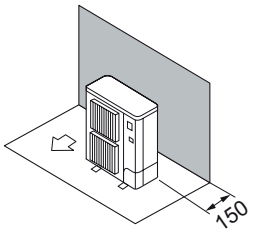

Rys. 2-2
① Przeszkody znajdują tylko z tyłu urządzenia (Rys. 2-2)